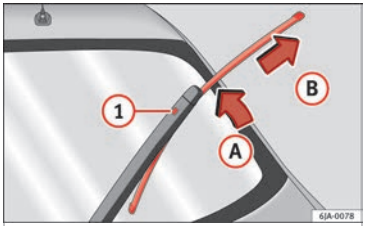

Fig. 71 Rear window wiper blade.
- Lift the rear window wiper arm away from the glass moving the blade slightly in the direction of the arm – arrow (A) ››› Fig. 71.
- Unlock the catch (1) with the other hand and remove the blade in the direction of arrow (B).